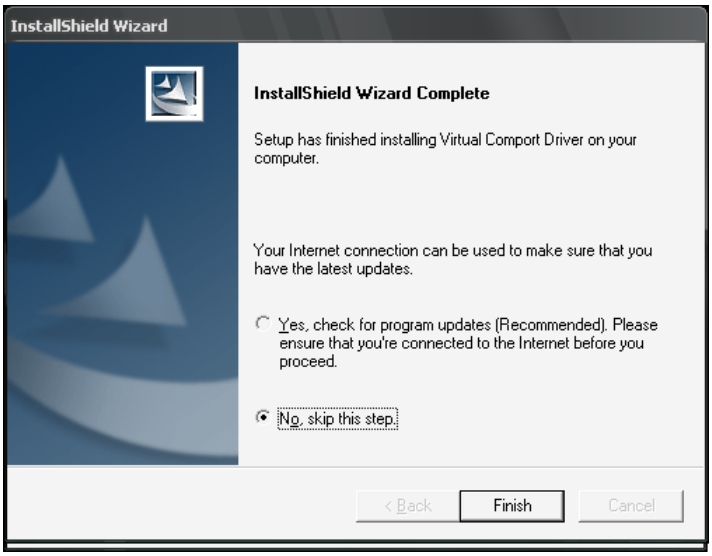

Рис.3
4) Отказаться от поиска обновления драйвера (рис.3) и нажать **"Finish"**: